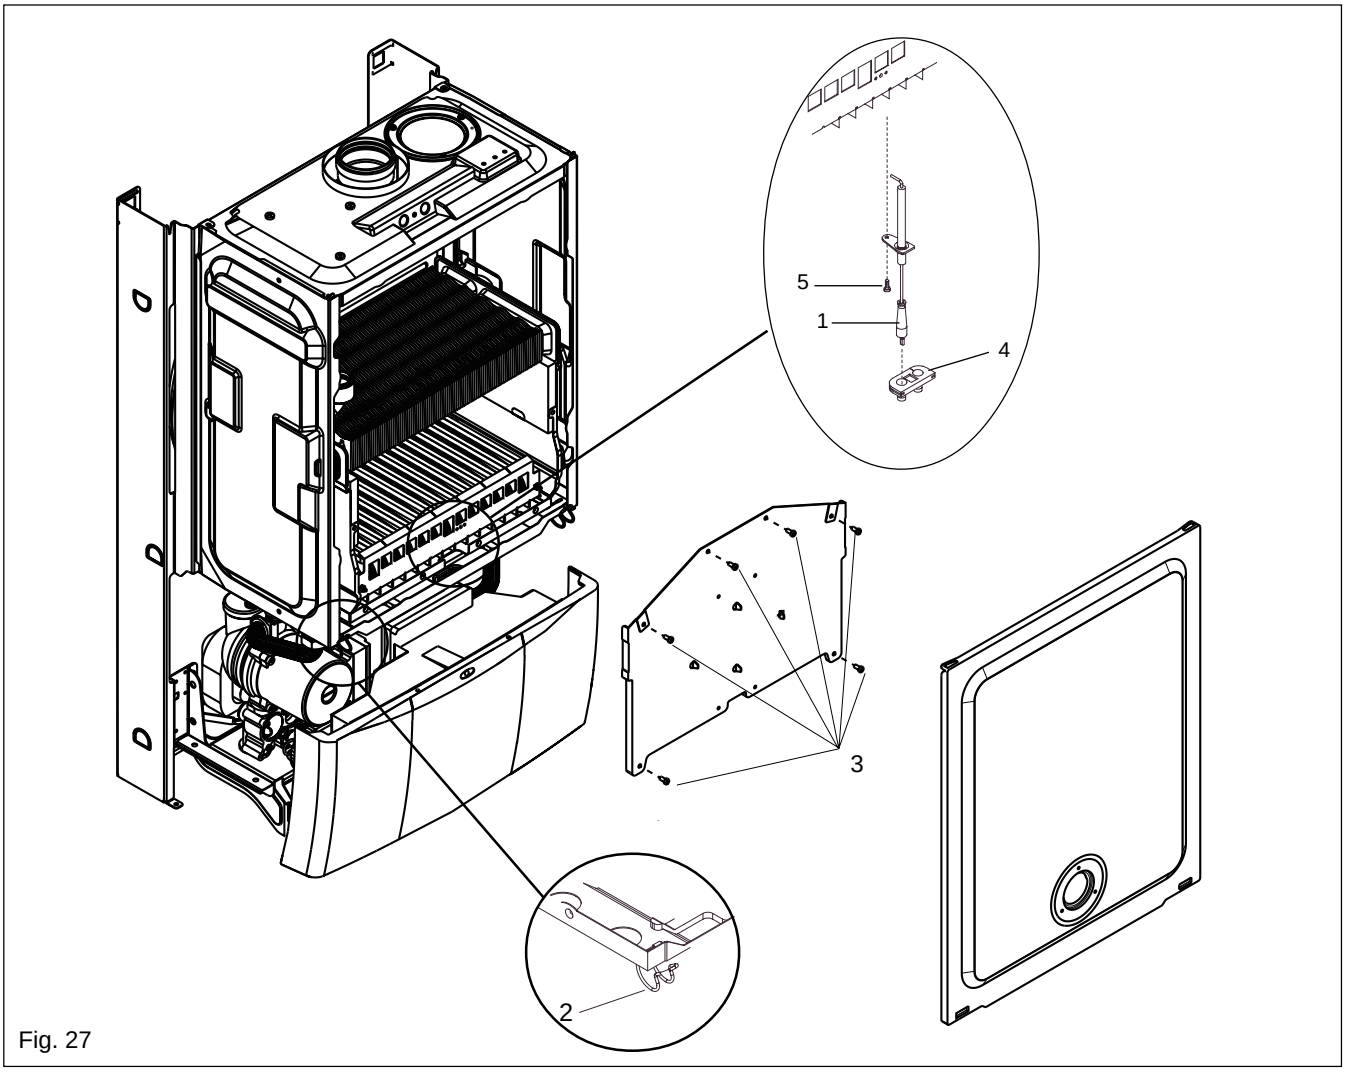

Fig. 27
**Fig. 27:** locate and remove the four screws which secure the burner in position (1), gently ease the burner out of its location. Once the burner has been removed, the electrode retaining screw can be can be removed. Locate the burner injectors (2) and remove (if necessary). Replace in the reverse order. Please note, the injector sealing washers (3) must be replaced if the injectors have been removed, ensure all seals are in good condition, taking care to ensure they are replaced correctly. Replace in the reverse order.
**6.16 FLUE FAN (see fig. 27 & 28)**
**Fig. 27:** unclip and remove the air chamber cover, gently pull the cover towards you before lifting and disengaging (2). Locate and remove the six screws that secure the front combustion cover, then remove the cover (3).